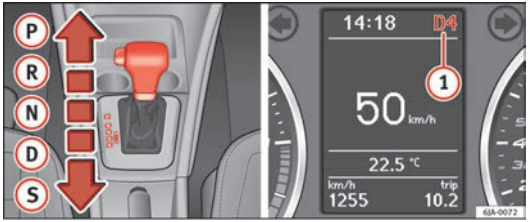

Fig. 105 Selector lever/Informative display: selector lever positions
The current position of the selector lever is shown on the general instrument panel display (1) ⇒ Fig. 105.
– From position **D**, push the selector lever to the right. The selected position of the selector lever is shown on the general instrument panel display together with the gear engaged (1) ⇒ Fig. 105.